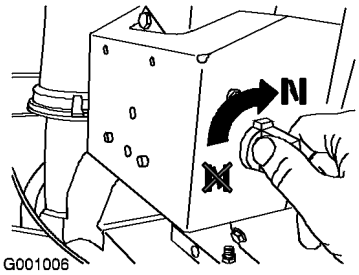

Figur 21
4. Drei choken til På-stilling (Figur 21).